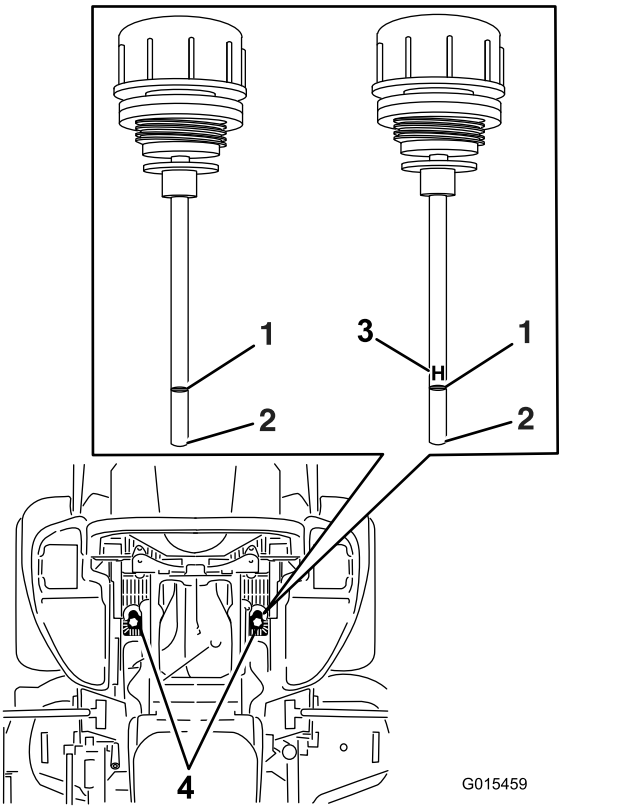

**Figur 92**
6. Rengör området runt oljestickorna i hydraulsystemets tankar (Figur 92).
7. Ta bort en oljesticka från hydraultanken (Figur 92).
9. Ta ut oljestickan och titta på änden (Figur 92).